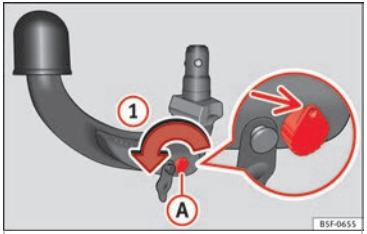

Fig. 179 Step 1.
- Turn the key in the direction of arrow 1 until the part of the key with the holes reaches the top position ››› Fig. 179.